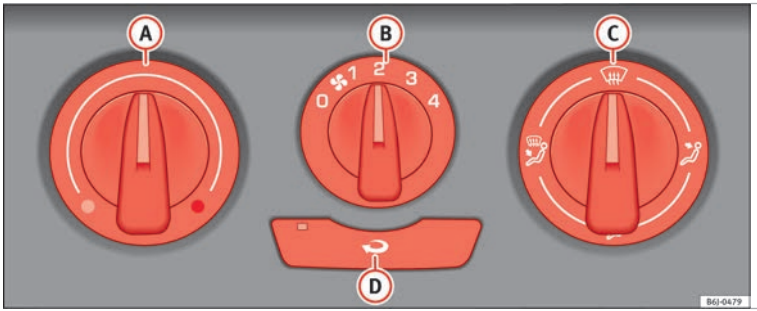

Fig. 125 Heating controls on the dash panel.
– Using the controls (A) and (C) and with the switch (B) ››› **Fig. 125** you can adjust the temperature, the air distribution and the blower speed.
– Press the (D) button to switch air recirculation mode on or off. When the function is activated, a warning light on the button is turned on.